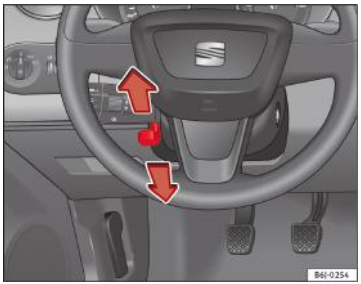

Fig. 97 Reglarea pe înălțime a coloanei de direcție
– Împingeți maneta de sub coloana de direcție ⇒ fig. 97 în jos ⇒ ⚠.
– Reglați volanul până la obținerea poziției corecte ⇒ fig. 97.
• Reglați scaunul şoferului sau volanul astfel încât să existe o distanță de minim 25 cm între volan şi pieptul dumneavoastră ⇒ fig. 97. Dacă distanța minimă nu este respectată, airbagul nu va asigura protecția necesară. Pericol de accidentare fatală.